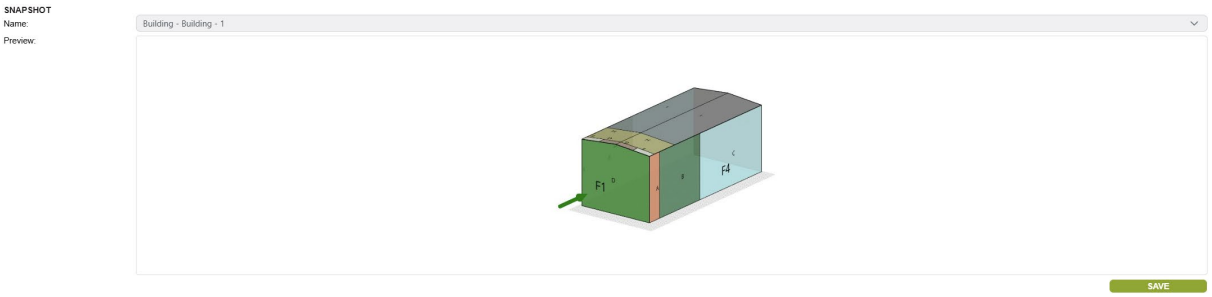

Figure 6.4: Snapshot functionality
- **Insert snapshot**: Clicking 'Insert snapshot' displays the interface shown in Figure 6.4 within the Content area. Users must select the relevant snapshot via the drop-down menu and click the SAVE button to save and display it within the Project tree, initially nested under the selected item. To update an existing snapshot, simply select it within the Project tree, update it as required, and click the REPLACE button.